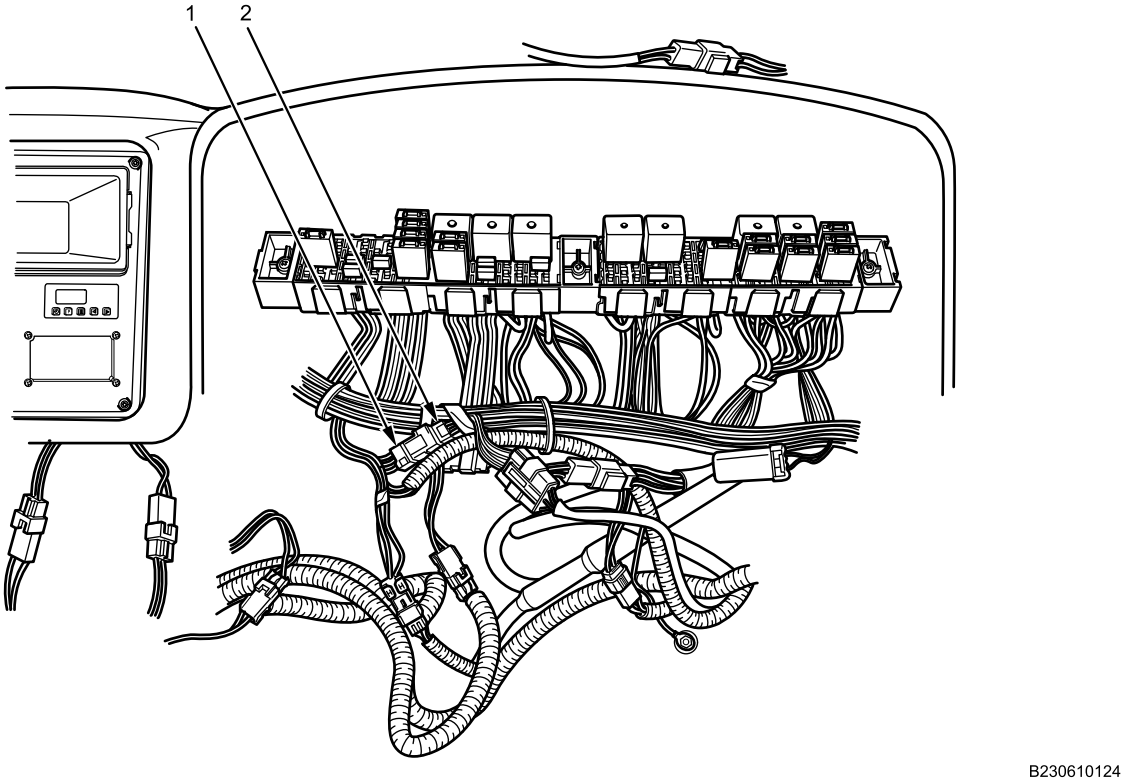

Figure 8. Rear Door/Ramp Control Harness Connector.
8. Disconnect rear door/ramp control harness connector (Figure 8, Item 2) from instrument panel harness connector (Figure 8, Item 1). Remove and discard cable lock straps.